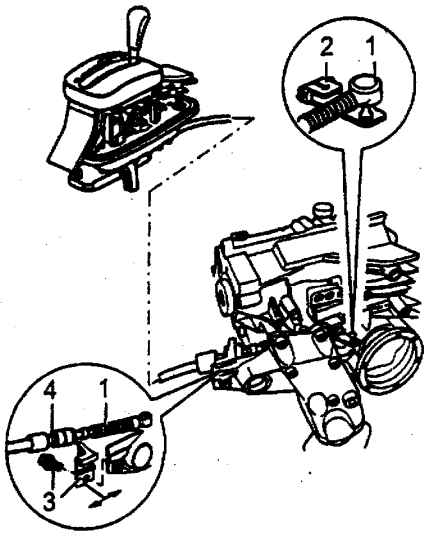

图 3－21
(6) 拆下换档杆拉索的防护板。
(7) 如图 3－21 所示，向上拆下变速器换档杆 2 上的换档杆拉索 1。拆下右手侧变速器上的支撑支架 3，松开支撑支架 4 上的换栏杆拉索。
(1) 把换档杆移动至“P”位。
(2) 见图 3－21，向上拆下变速器换档杆 2 上的换档杆拉索 1。
(3) 把换档杆从“P”位移动至“1”位。换档机构和换档杆必须能够无阻碍地运动，如有必要，更换换档杆拉索或保养换档机构。
(4) 把换档杆移动至“P”位。
(5) 把换档杆轴移动至“P”位，驻车锁止必须激活，并且能同方向转动两个前车轮。应当能够把换档杆拉索推动换档杆轴上去，如有必要，调整换档杆拉索。